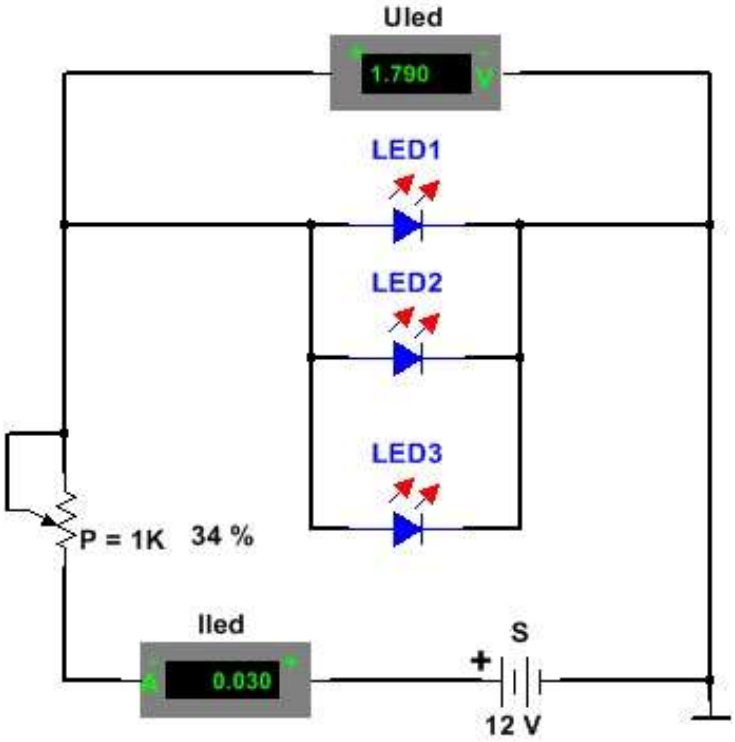

Figura 8.46 Conectarea LED-urilor în paralel
5. Se realizează cu ajutorul simulatorului schema din **figura 8.46**;
7. Se realizează practic montajul conform schemei din **figura 8.46** în care se înlocuiește potențiometrul P cu un rezistor care are valoare apropiată de valoarea calculată la punctul (**6**);